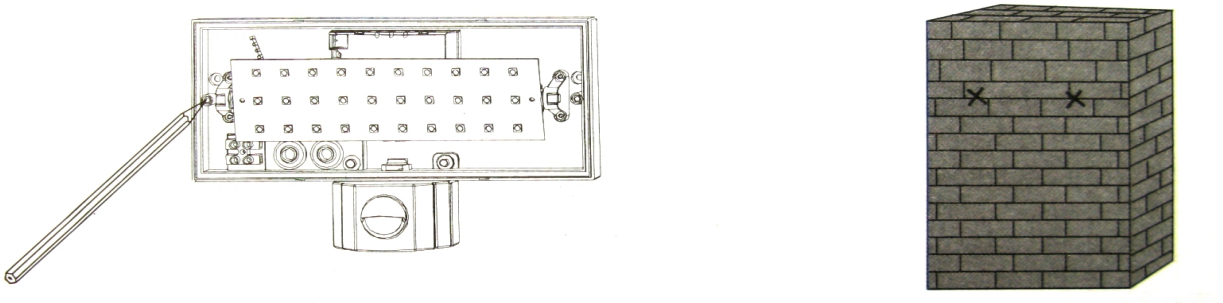

Rys.1.
- Krok 1 Zaznacz pozycję otworów na ścianie ołówkiem po uprzednim określeniu lokalizacji lampy jak na rys.1.